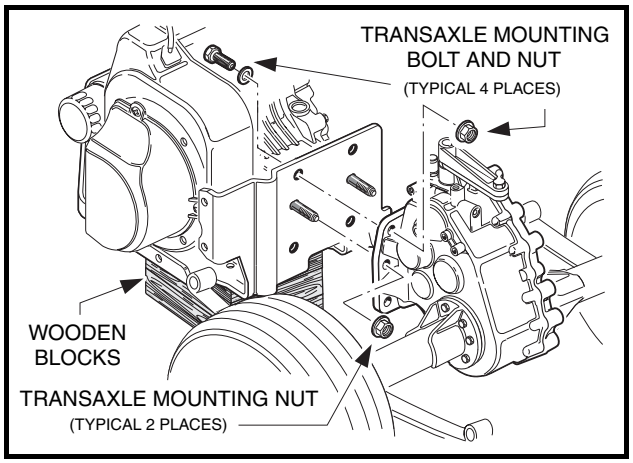

Figure 16-34 Transaxle Mounting
23.1. Remove four transaxle mounting bolts and flat washers (one at each corner of the transaxle mounting plate) **(Figure 16-34, Page 16-14)**.
23.2. Remove two middle transaxle mounting nuts from the engine block studs **(Figure 16-34, Page 16-14)**.
5. Install the remaining four mounting bolts, four flat washers, and four nuts (one bolt and nut at each corner of the mounting plate) finger tight **(Figure 16-34, Page 16-14)**.